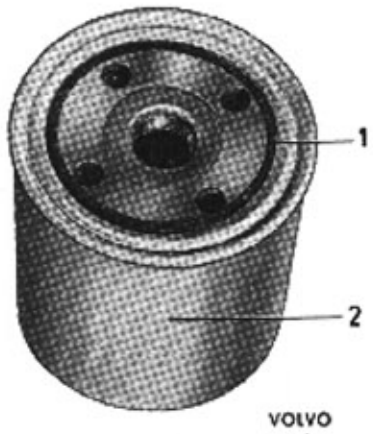

Bild 22-5. Renaren färdig att montera
2. Stryk olja på den nya renarens gummipackning (1, bild 22-5) och se till att anliggningsytan för oljerenaren är fri från smuts. Packningen glider genom oljebestrykningen bättre mot tätningsytan. Skruva på renaren för hand tills den just berör blocket.